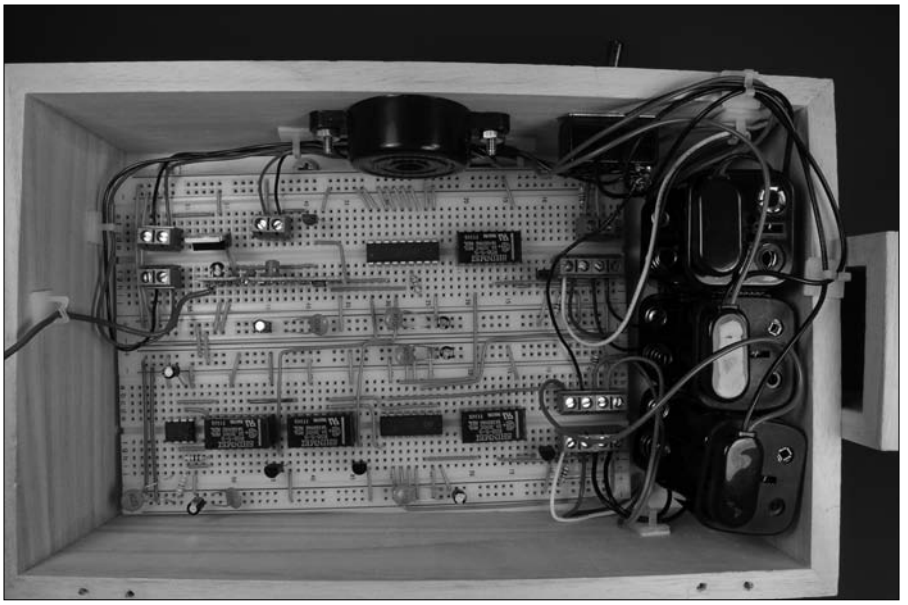

Figure 13-36: Connect the sensors, motors, battery packs, buzzer, and on/off switch to the breadboard.
18. **Insert the wires from the sensors, motors, battery packs, buzzer, and the on/off switch to the terminal blocks on the breadboard, as shown in Figures 13-36 and 13-37.**